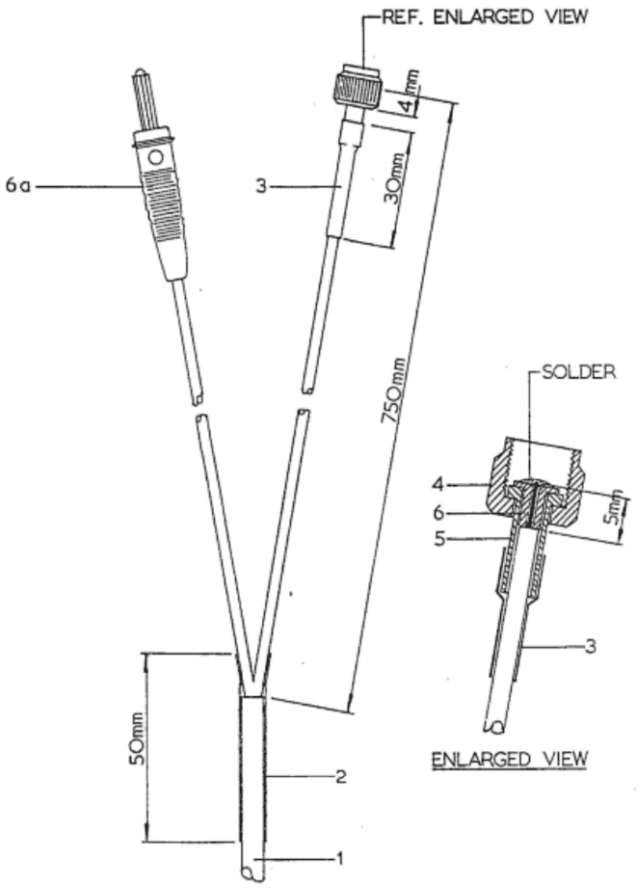

Figure 3
1. Separate 750 mm of the twin mains flex (1) and secure the unseparated section with 30 mm of heat-shrink tubing (2).
3. Slide the following items onto the positive side of the cable in the following order: heat-shrink tubing (3), retaining nut (4), insulating sleeve (5) and brass contact (6).
6. Place the retaining nut (4) in position on the insulating sleeve (5). Then, set the heat-shrink tubing (3) over the insulating sleeve and cable, leaving a gap of about 4 mm between the retaining nut and the heat-shrink tubing. Finally, use a hot air gun to shrink the tubing onto the wire.
7. Attach the banana plug (6a) to the remaining end of the cable, as shown in figure 3 21.
Repairs can be made to either end of the cable. To repair the positive (+) end, follow steps 2, 4, 5 and 6. To repair the negative (-) end, follow steps 2 and 7. To maintain the overall cable length between the positive and negative terminals, it is preferable to reconstruct both ends of the cable as detailed in figure 3 21.